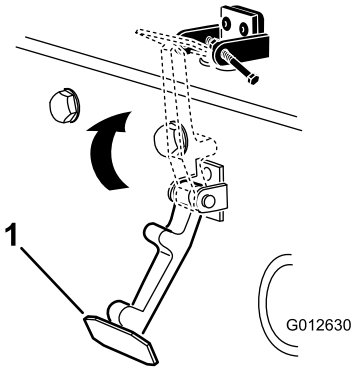

Figur 7
6. Kroka fast motorhuvsspärren på dess fäste (Figur 7).